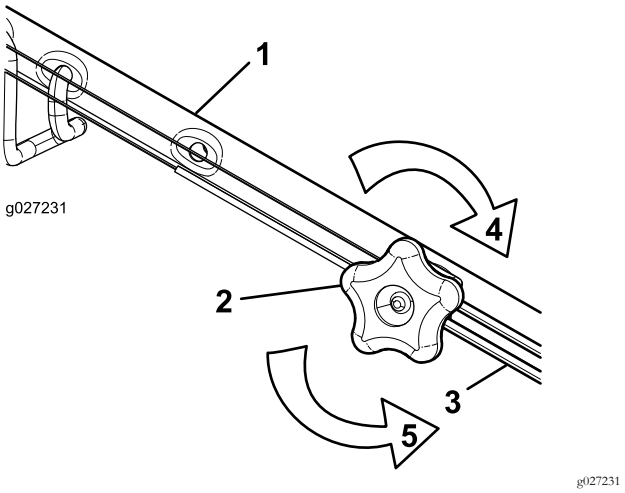

Figur 33
1. Drej justeringsgrebet mod uret for at løsne kabeljusteringen (Figur 33).
2. Juster stramningen på kablet (Figur 33) ved at trække det tilbage eller skubbe det frem og holde den position.